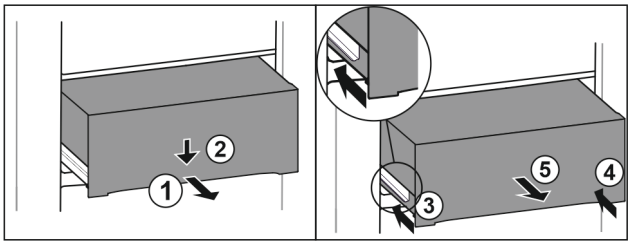

Fig. 188
▶ 将抽屉拉出一半。 *Fig. 188 (1)*
▶ 朝下按压正面的抽屉。 *Fig. 188 (2)*
▶ 将左侧轨道推入大约 2 cm。 *Fig. 188 (3)*
▶ 将右侧轨道推入大约 2 cm。 *Fig. 188 (4)*
▶ 朝前取出抽屉。 *Fig. 188 (5)*